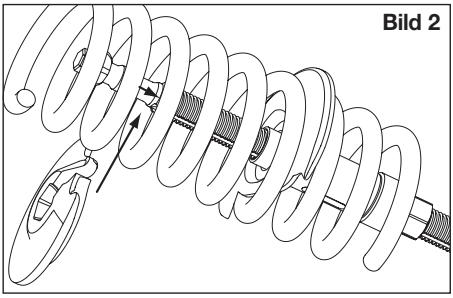

Bild 3
- Die Sechskantkalotte der Spindel ① von oben in die Aufnahme der oberen Spannplatte absenken. **Bild 3.**
- Sitz der Sechskantkalotte auf richtige Anordnung prüfen **Bild 3.**